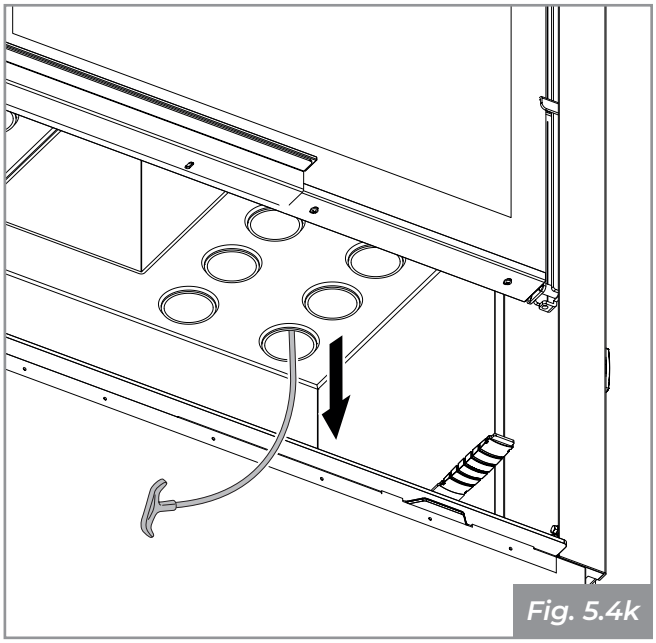

Fig. 5.4k
- Acompañe el turbulador al bajar con el escobillón suministrado **(Fig. 5.4k)**, prestando atención a no dejarlo caer en el interior de la cámara de combustión.